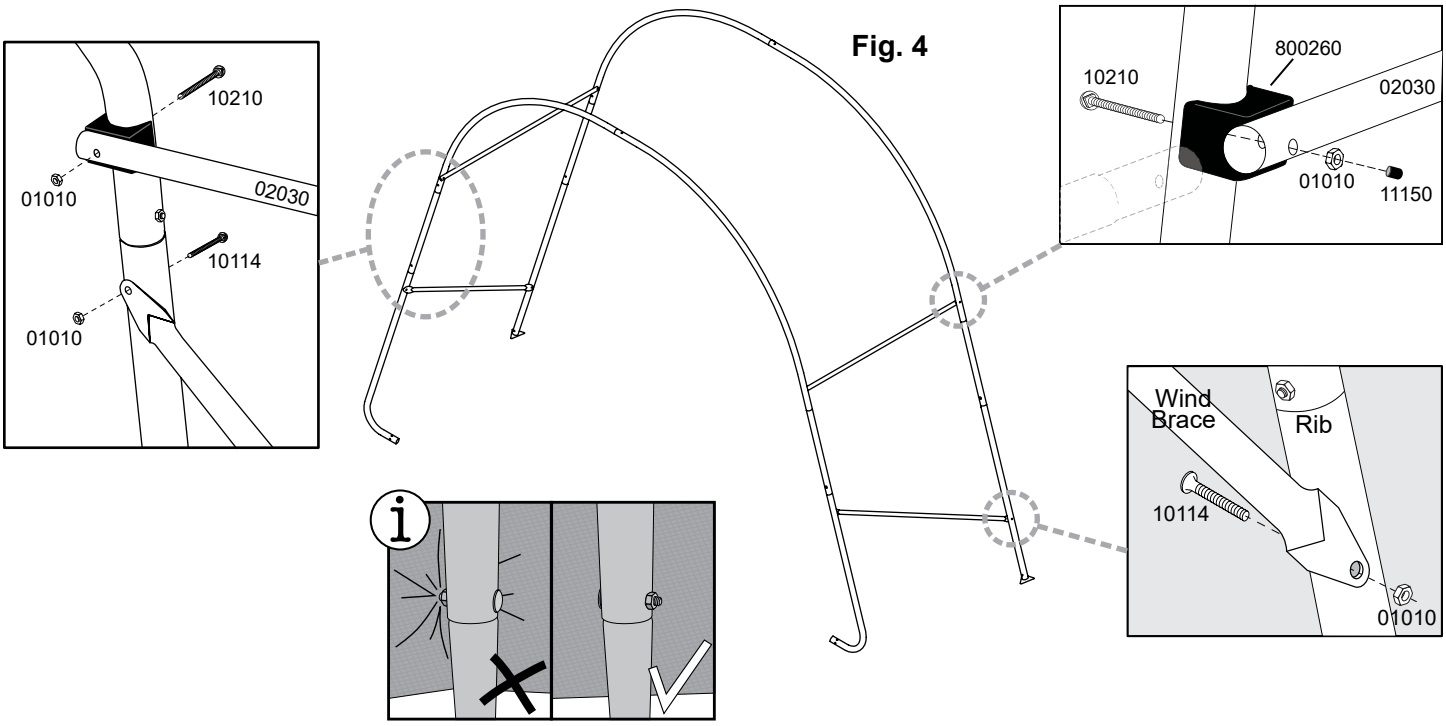

Fig. 4
B. Placez la pièce ShelterLock (800260) sur le montant comme le montre la Fig. 4.